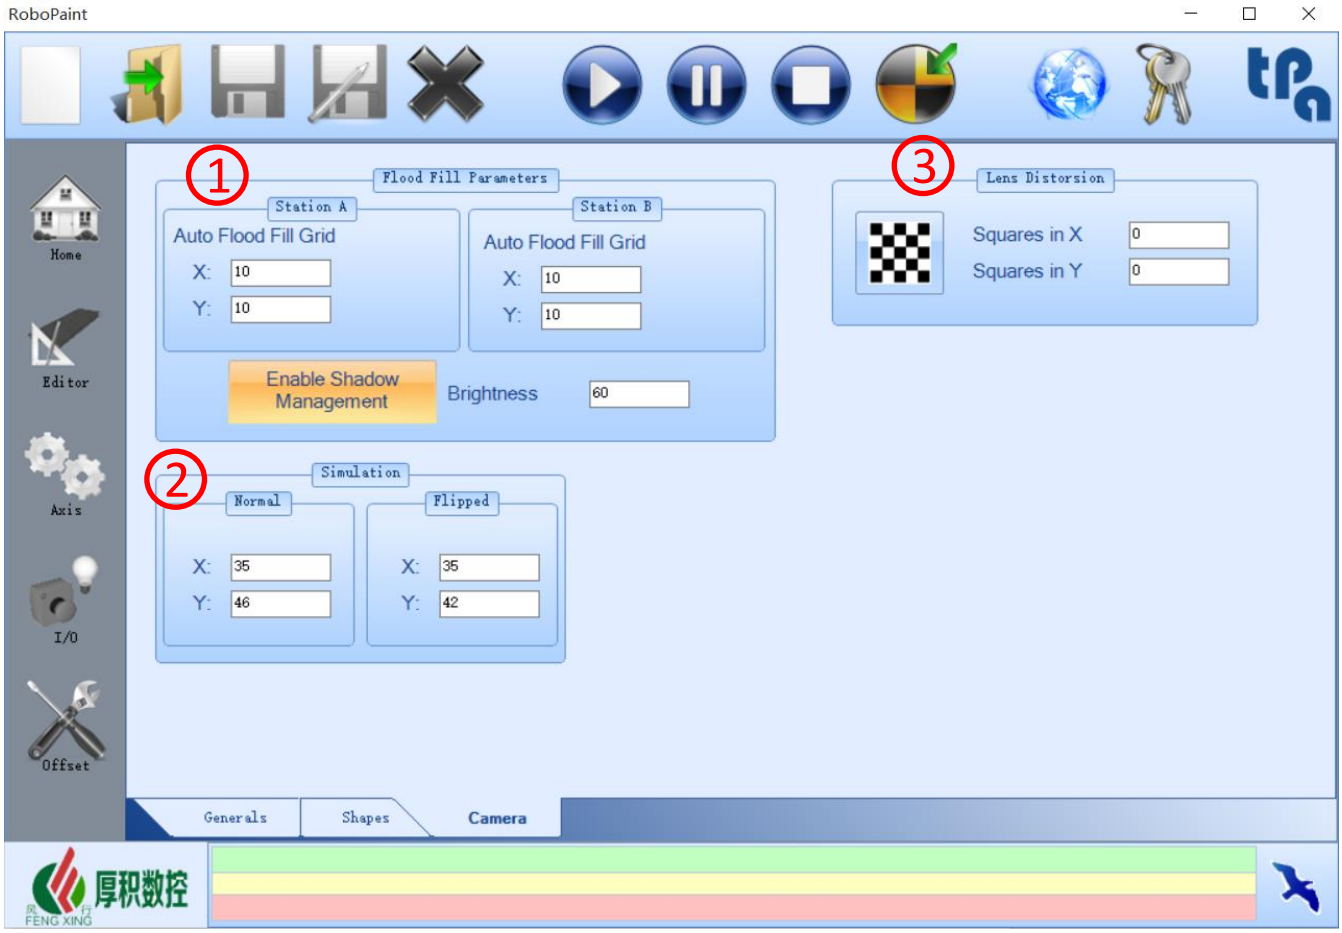

Fig. 17
CAMERA: the following description of the parameters refers to the numbers in Fig.17:
4. FLOOD FILL: after the operation described in point 3, the profile of the piece calculated by the software can be irregular. This function can enhance the precision of the comparison resulting from the analysis of the pixels around a "piece" pixel: if the difference in RGB value is smaller than the one set by the user, the surrounding pixels will be considered as part of the piece as well. The grid used to compare surrounding pixels can be set from the option page as shown in Fig.17.
- "Simulation": shows the real time movement of the X Y axes of the machine over the piece during the painting process. Simulation parameters can be changed in the camera option page as in Fig.17.